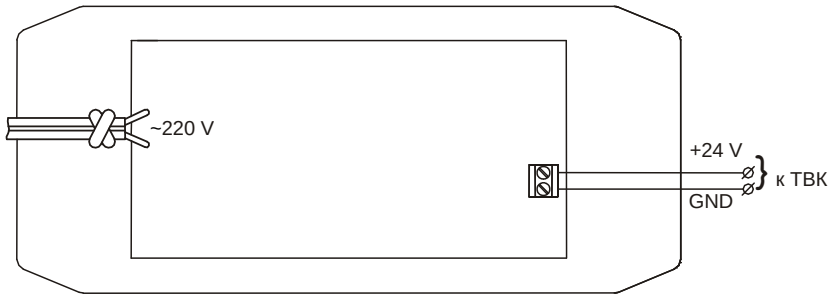

Рис.3 Блок питания (в комплекте с ТГБ-5-180-24/12 иТГБ-5А-180-24/12)
3. Подключить кабели системы к монитору и источнику питания 24В AC или 24В DC (рис.3).